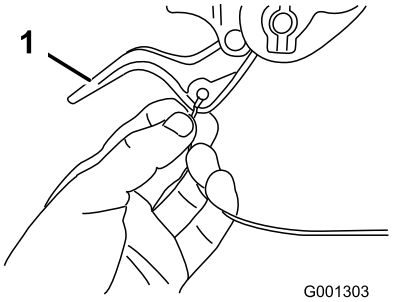

Figur 7
2. Led antingen den vänstra eller högra kabeländen över det undre handtaget och för in kabeländen i hålet i motsvarande hjulkopplingsspak (Figur 7).